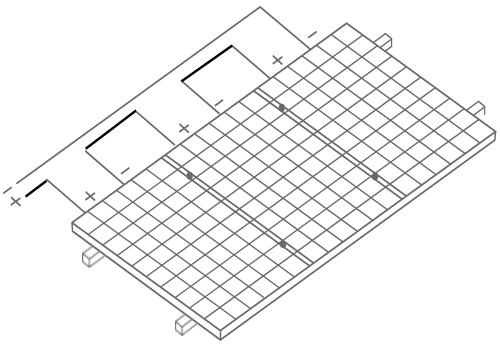

Figure 18 Connection in series
- It is not allowed to use different models of modules in the same solar PV system. When modules are connected in series, the voltage of every string shall not be higher than the maximum voltage of the system (as shown in Figure 18). Please refer to the national, regional or local specifications for details.